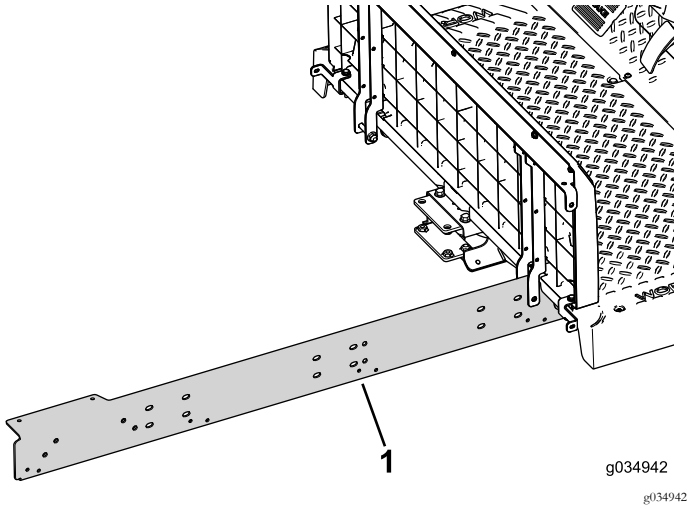

Figure 22
2. Montez, sans le serrer, le longeron d'extension du côté droit de la machine (Figure 22).